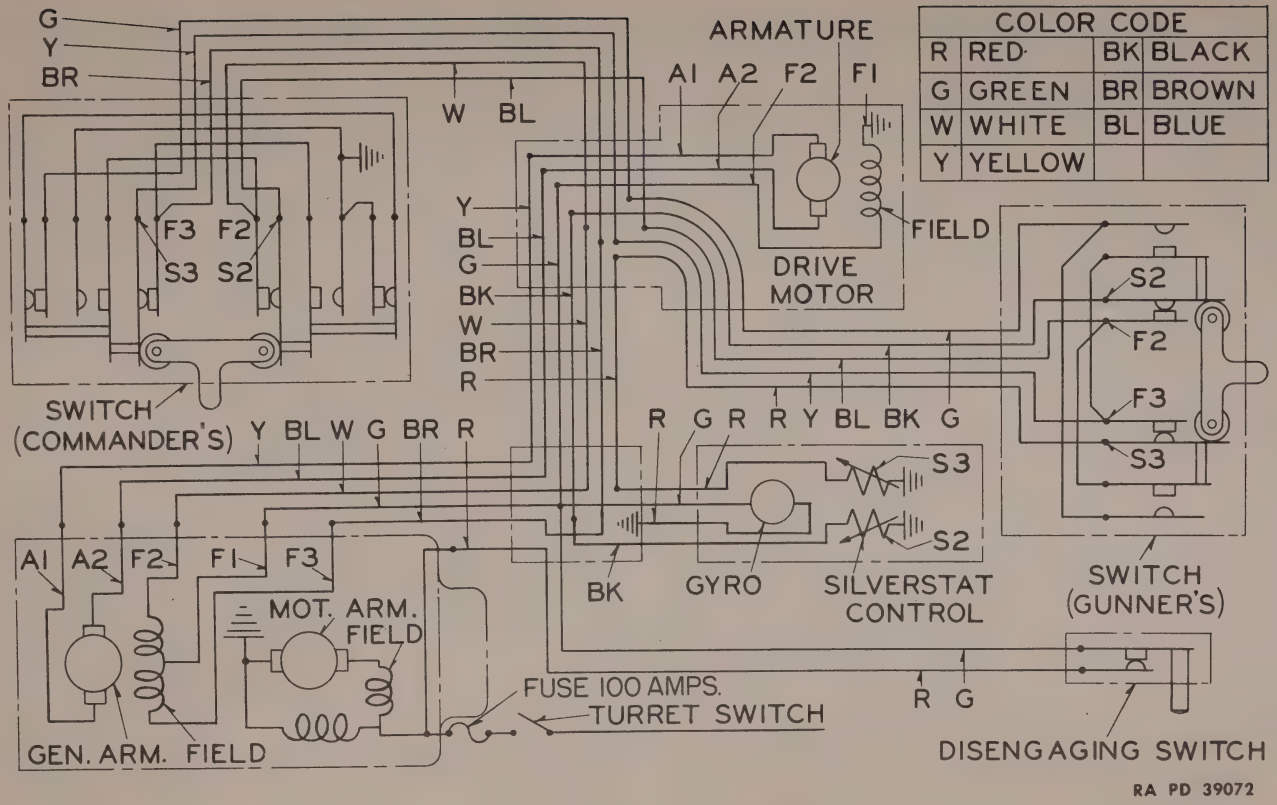

Figure 167—Wiring Diagram for Traverse Style No. 1231700
181. REPLACING GUNNER'S SWITCH (figs. 167, 168, 169 and 170).
182. REPLACING WIRING (figs. 167, 168, 169 and 170).
(1) Remove ferrule nuts from terminal boxes at both ends of conduit.
(2) Remove covers from terminal boxes.
(3) Disconnect wires of cable in both terminal boxes and remove conduit from unit.
(4) Replace new conduit in the reverse order of removal.
(5) Reinstall and reconnect wires (figs. 167, 168, 169 and 170).
(6) Check the operation of the complete traverse.